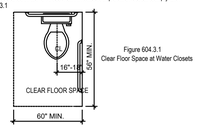

Figure 604.3.1
A. The water closet shall be positioned with a wall or partition to the rear and to one side. The centerline of the water closet shall be 16" minimum and 18" maximum from the side wall or partition, except in an ambulatory accessible toilet compartment where the centerline of the water closet may be 17" minimum and 19" maximum from the side wall or partition. Water closets shall be arranged for a left-hand or right-hand approach. (FIG. 604.3.1, 604.8.2)
A. Clearances around water closets and in toilet compartments shall comply with Figure 604.3.1